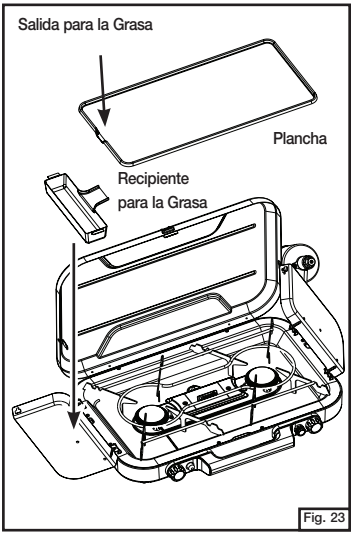

Fig. 23
- Ponga la plancha en el centro del soporte para la olla con la salida para la grasa dirigida hacia el recipiente para la grasa (Fig. 23). Los rebordes en la parte inferior de la plancha deben encajar en el soporte de la olla.